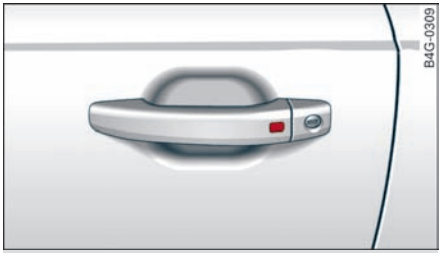

图 21 车门把手：给汽车上锁
▶ 要将汽车锁止时，请关闭车门并触摸**一次**车门拉手中的传感器 ⇨ *图 21*、⇨ ⚠。此时不要抓住车门拉手。